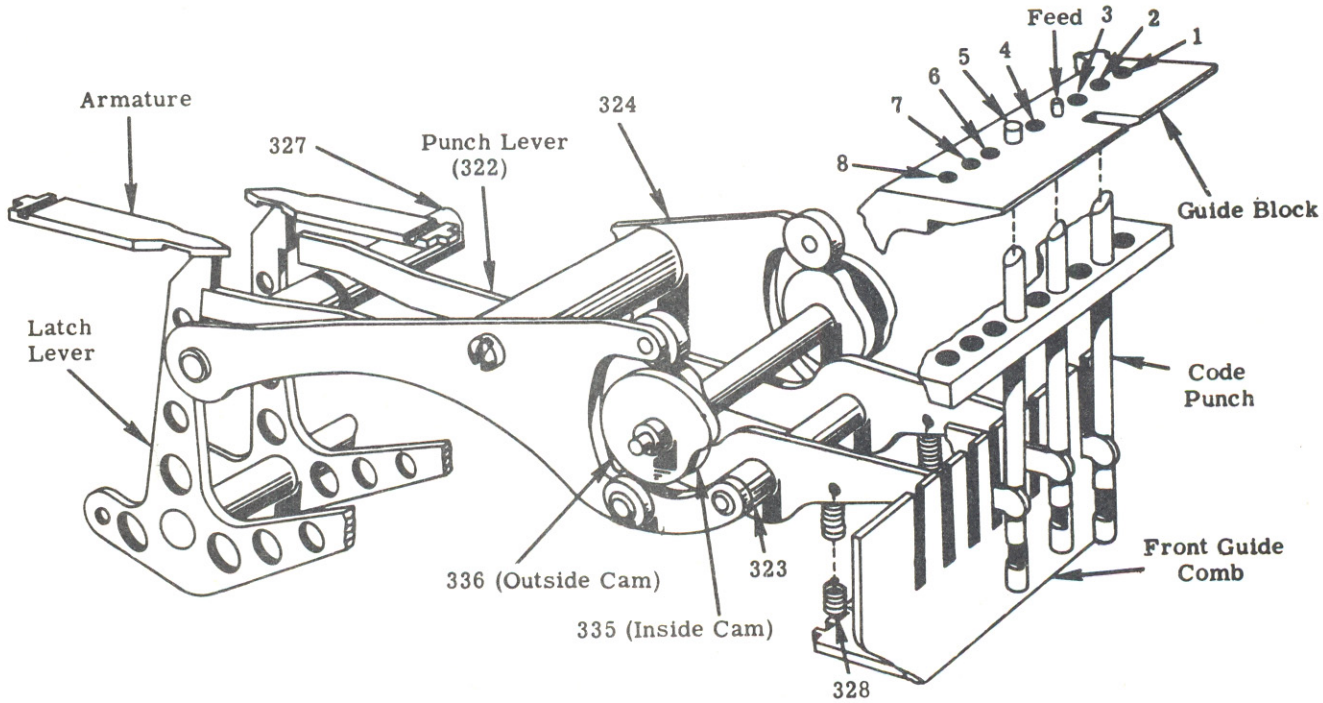

Figure 6 - Latch, Operating Lever and Punch
Following the locking of the punch latch levers, the punch lever and frame assembly (324) begins to rise by action of cam 335 (Figure 6). During the upward movement of lever and frame assembly (324), the rod (323), on which the punch levers (322) are pivoted, is also moved upward. If the left hand ends of the punch levers (322) are not held down against the stop rod (327) by their respective latch levers (342), then the left hand end will be moved upward while the right hand end will be held down by the tension of spring 328. On the other hand, if the left hand ends of the punch levers are engaged by their respective latch levers and held against stop 327, the upward movement of rod 323 will move the right hand end of the punch levers upward. This upward movement of the punch levers will carry their respective code punches upward through the tape, punching a code for those